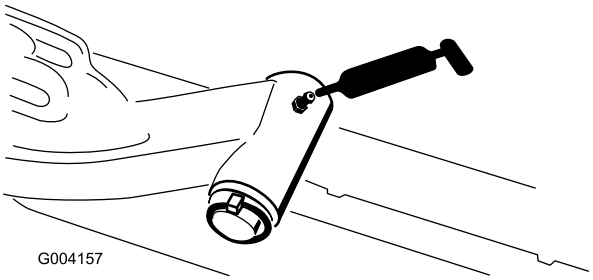

**Figura 47**
- Eje pivotante del brazo de elevación (1 en cada) (Figura 47)